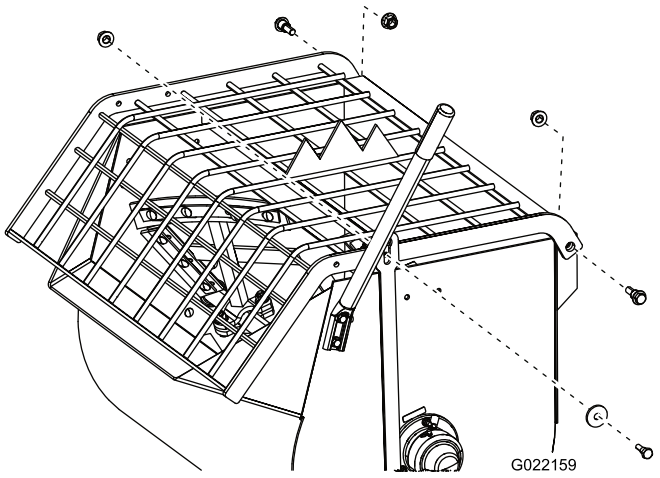
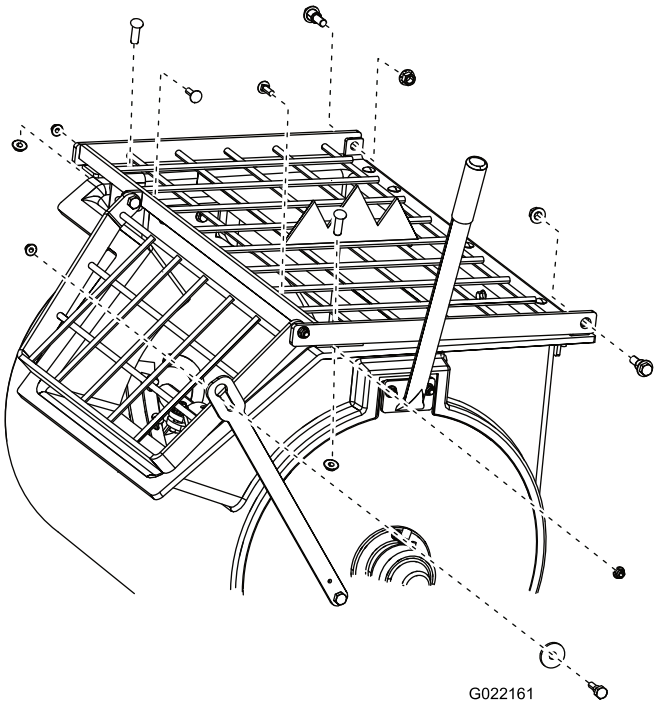
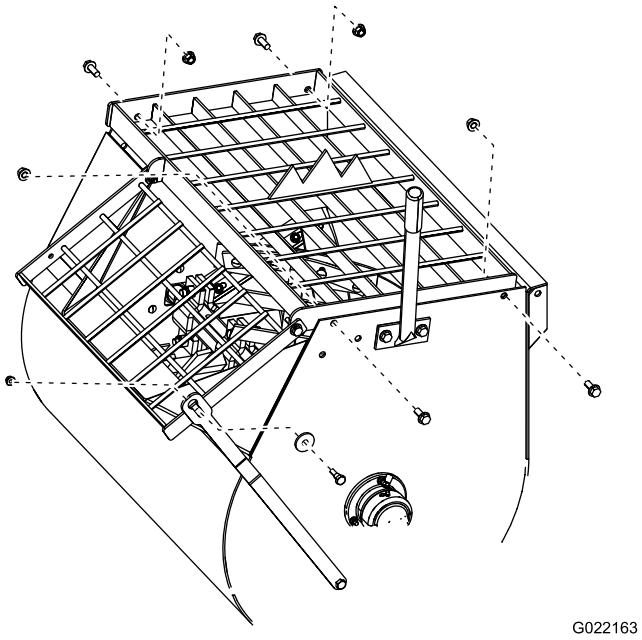

Figura 41
Figura 42
Figura 43
3. Retire las tuercas y los pernos que sujetan la rejilla al tambor, y retire la rejilla (Figura 41, Figura 42 o Figura 43).